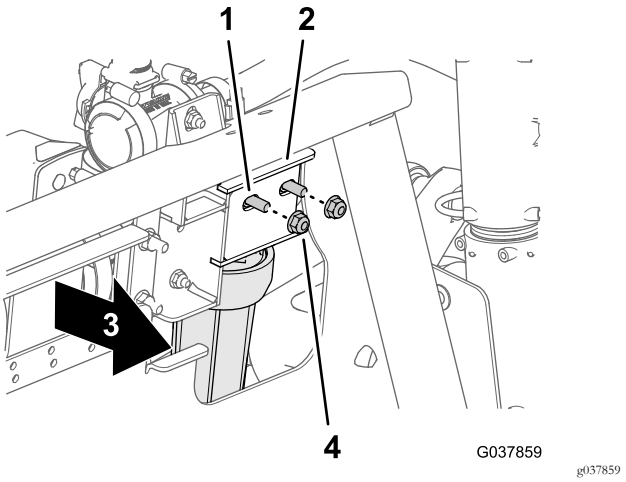

Figura 62
3. En el lado delantero izquierdo del panel de montaje de las válvulas, retire las 2 contratuercas con arandela prensada (5/16") que sujetan el filtro de presión al soporte del distribuidor (Figura 62).